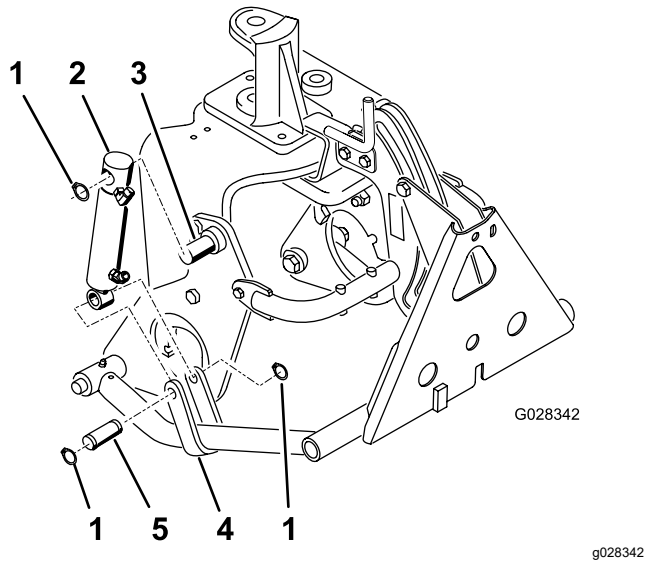

Figur 18
3. Monter den øverste del af hydraulikcylinderløbet på stiften på den højre plovplade med en låsering (Figur 18).
4. Monter cylinderstangen på trykarmens bøsninger med en stift og 2 låseringe (Figur 18).